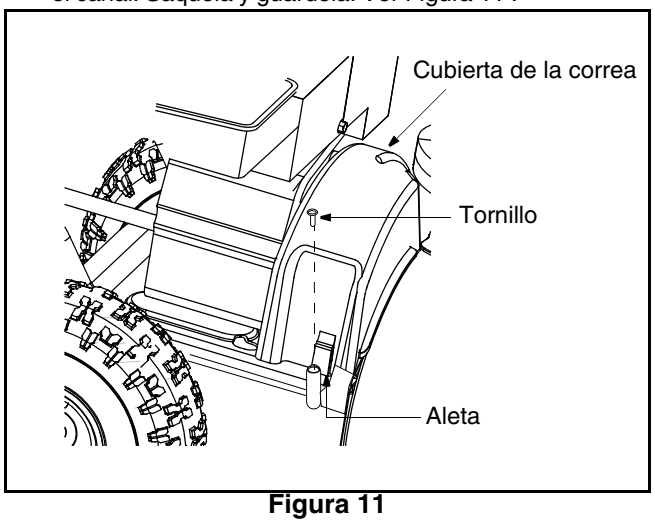

Figura 11
3. Quite el tornillo demostrado en el cuadro 12, y empuje la cubierta de la correa para lanzar las lengüetas plásticas. Empuje la cubierta de la correa de alrededor del motor y el canal. Sáquela y guárdela. Ver Figura 11 .